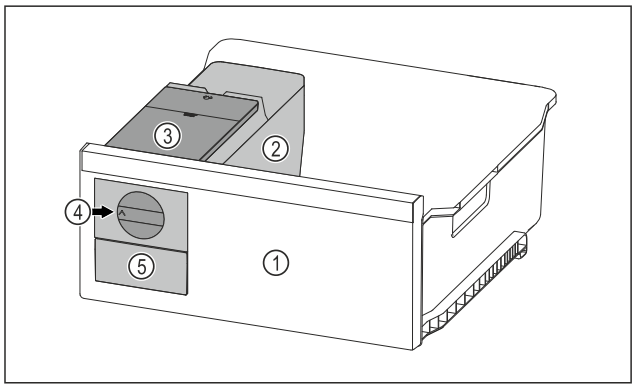

Fig. 160 Voorbeeld
▶ Draaiknop *Fig. 160 (4)* rechtsom tot aan de aanslag draaien.
▷ IJsblokjes vallen uit de ijsblokjesschaal in de ijsblokjeslade *Fig. 160 (5)*.